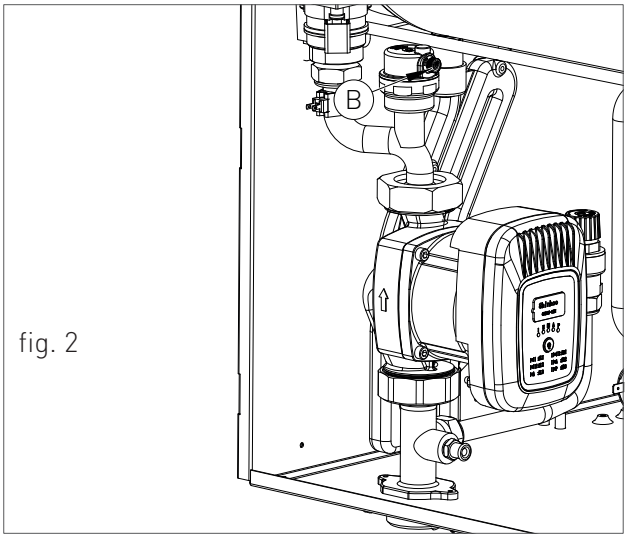

fig. 2
1. Assicurarsi che tutta l'aria fuoriesca dall'impianto svitando in senso anti-orario la valvola di sfogo araia posta in alto al blocco a condensazione (A - fig.1) e allentare leggermente il tappo della valvola jolly (B - fig. 2).